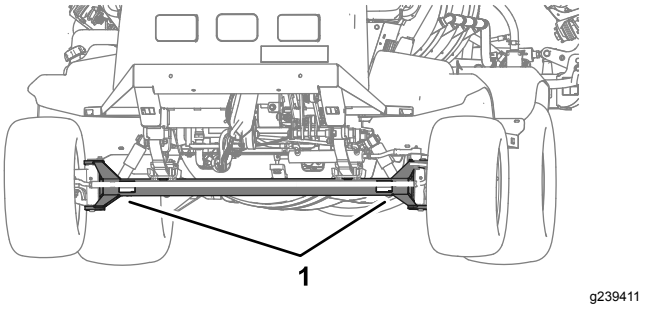
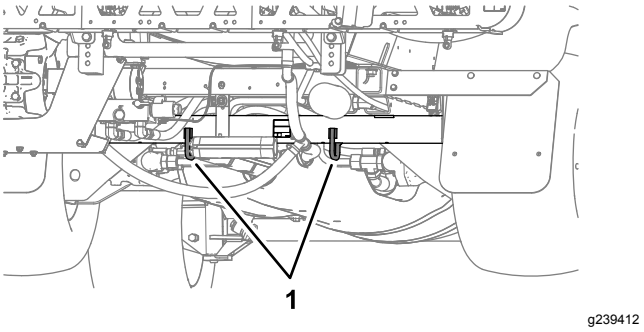

Figur 50
Figur 51
- Spänn fast maskinen så att den sitter säkert på transportfordonet. Maskinens fästpunkter visas i Figur 50 och Figur 51.